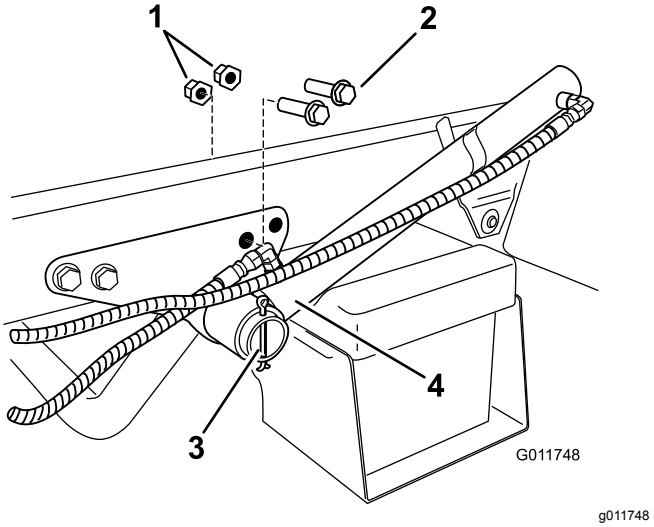

Figur 7
1. Finn og fjern de to bakre boltene og flensmutrene på løftesylinderbraketten (Figur 7).